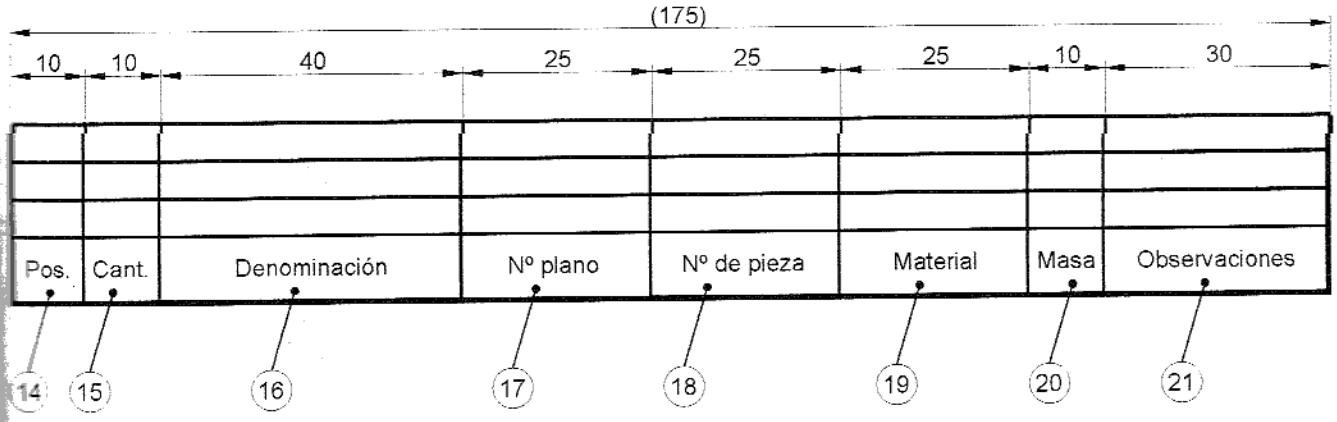

Figura 5 – Ejemplo de lista de despiece
5.3 Datos. Se recomienda que la lista de despiece contenga los siguientes datos, los cuales se muestran en el ejemplo de la figura 5: